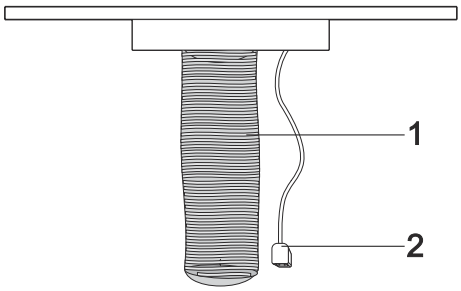

Fig. 12
5. Aftrækskanal og forsyningskabel skal gøres klar inden installation af emhætten (Fig. 12).